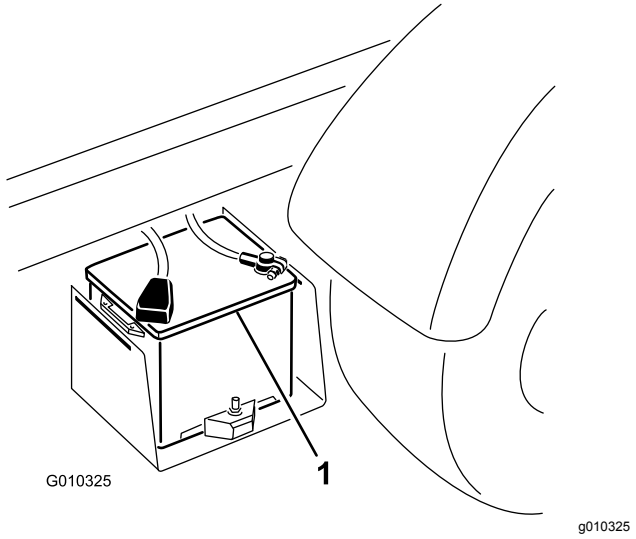

**Bild 42**
2. Schließen Sie ein Starthilfekabel an die Pluspole der zwei Batterien an (Bild 42).